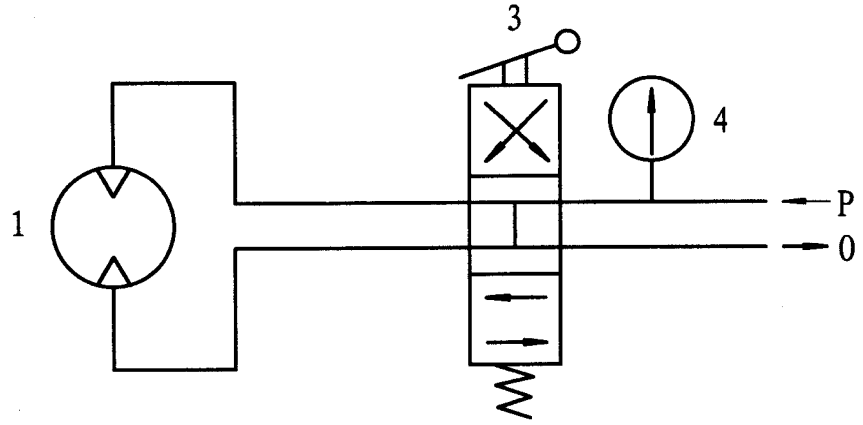
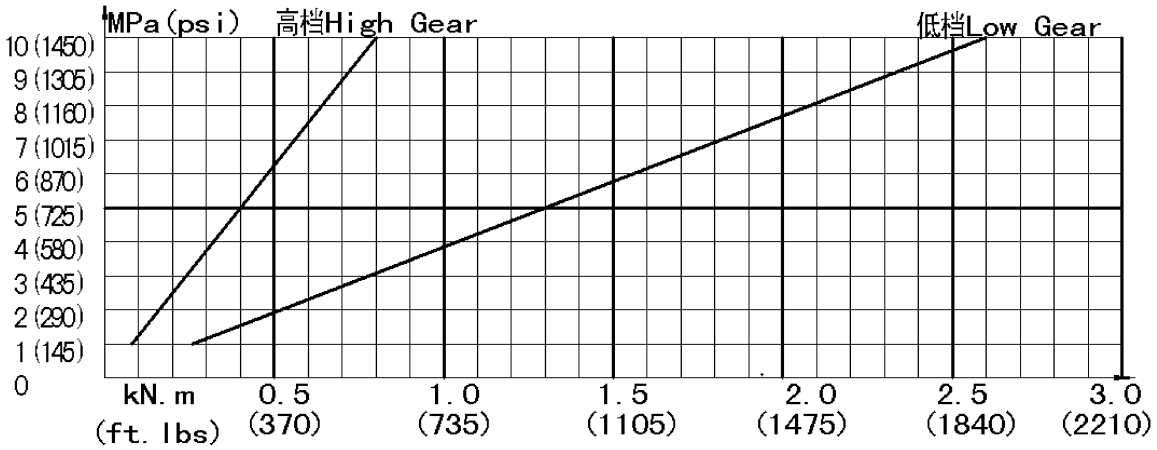

Fig. 1
Fig. 2
Figure 1 is the figure of hydraulic circuit of power tong Manual control valve(3) controls power tong hydraulic motor (1). Hydraulic motor drives tong head to make up and brake out sucker rod. Pressure gauge (4) shows the pressure in the hydraulic circuit. The figure 2 is the correspondence of pressure and torque . Line A is low gear rated torque ,line B is high gear rated torque.